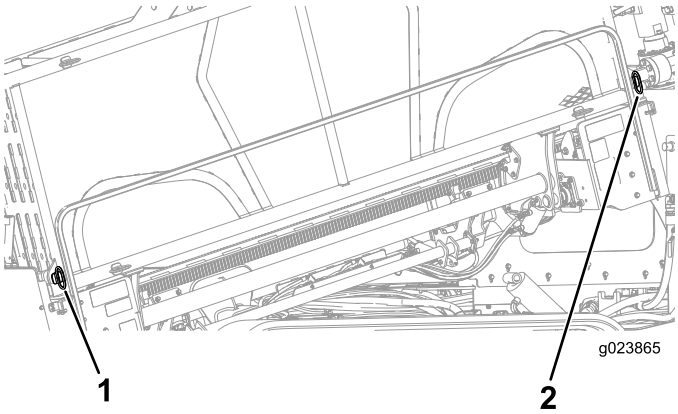

Figure 92
2. Retirez les goupilles inférieures extérieures du porte-tiges (Figure 92).